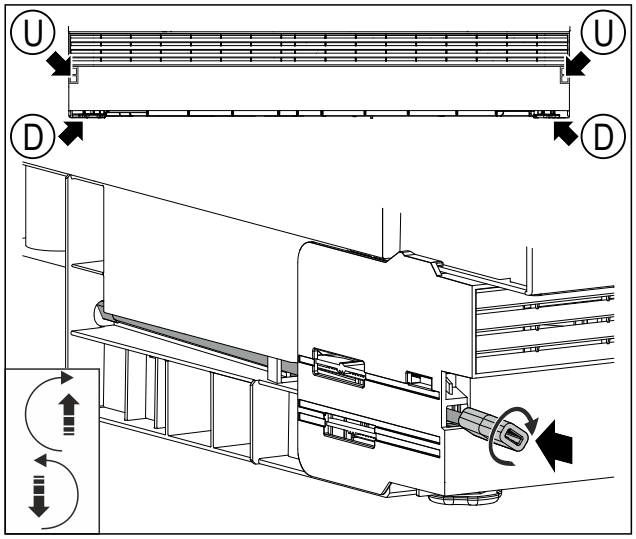

Fig. 53 Representación a modo de ejemplo
▶ Introducir la varilla con la pieza adaptadora en la abertura *Fig. 53 (U)*.